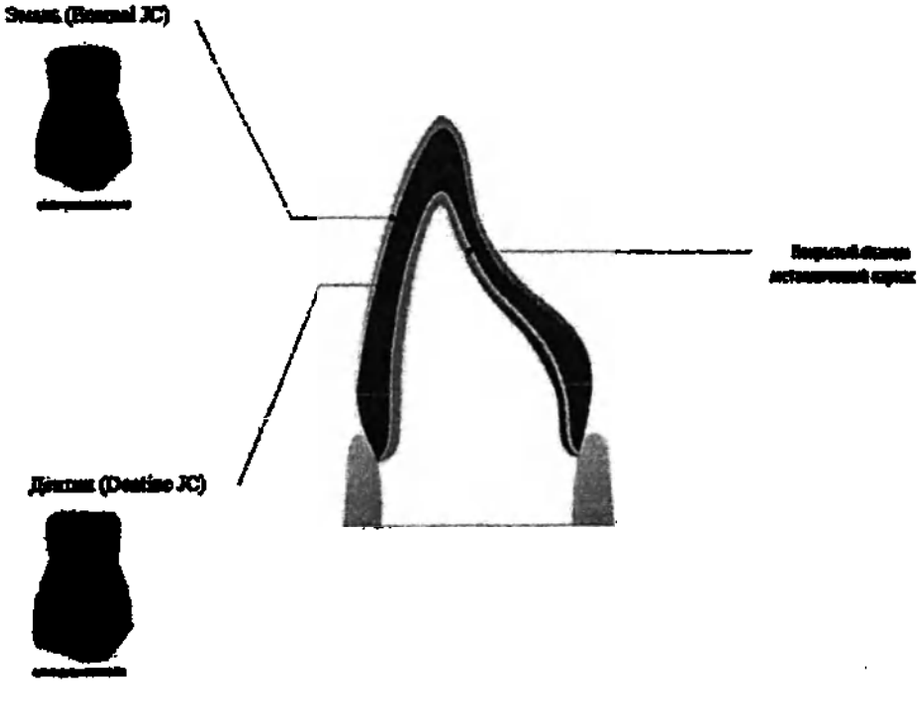

Рисунок 6 – Покрытие металлического каркаса опаком, дентином и эмалью
4.1.2. Послойная техника BAOT подразумевает после покрытия опаками нанесение слоев базового Дентина (Dentine JC) и Эмали (Enamel JC) (рисунок 6).